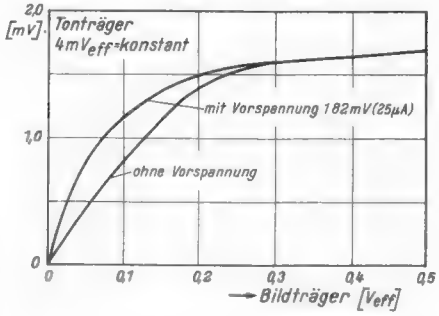

Bild 3. Verlauf der Mischkennlinien für kleine Bildträgerspannungen
In diesem Fall ist also eine starke Amplitudenmodulation des 5,5-MHz-Intercarriersignals die Folge. *Bild 3* zeigt Messungen an der Valvo-Diode OA 70 bei kleinen Bildträgerspannungen, wobei die Amplitude des Tonträgers nach folgenden Überlegungen ermittelt werden kann.
2. Der Abknick-Punkt der in Bild 1 und 3 angegebenen Kurven sollte durch eine geringe Arbeitspunktverschiebung der Video-Diode in das Durchlaßgebiet nach links verschoben werden (Bild 3).